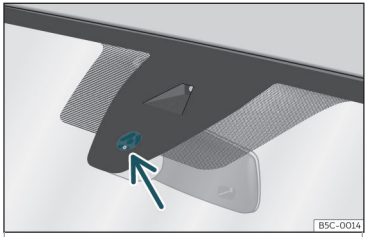

Fig. 92 Superficie sensible del sensor de lluvia.
Las posibles causas de anomalías e interpretaciones erróneas *en la zona de la superficie sensible* ››› **fig. 92** del sensor de lluvia son, entre otras:
- **Limpie regularmente la superficie sensible del sensor de lluvia** **››› fig. 92** **(flecha) y compruebe posibles daños en las escobillas.**